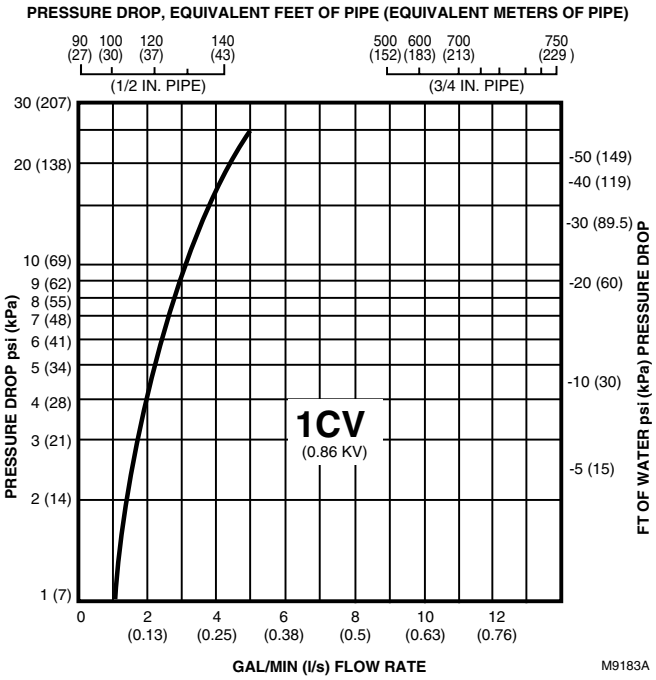

Fig. 3. Flow characteristics of 1 C_V (0.86 kV) flow.
The pressure drop in psi (kPa), equivalent ft (m) of pipe, or feet of water (kPa) can be calculated from Fig. 3 through 8 as follows:
3. Select the graph corresponding to the C_V (kV) rating (Fig. 3 through 8).